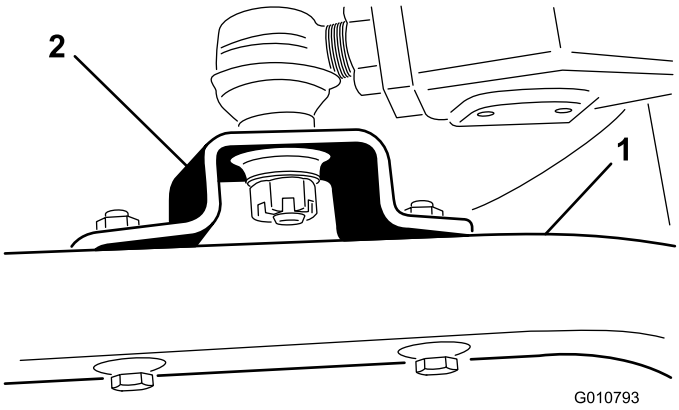

Figur 19
4. Ta bort huvudskruvarna och låsmuttrarna som fäster kulledsfästena till svänghjulsarmarna på klippenheten (Figur 19).
4. Flytta lyftspaken till Float-läge (flytande). Skjut ned lyftarmarna tills hålen i kulledsfästena är i jämnhöjd med hålen i svänghjulsarmarna (Figur 19).